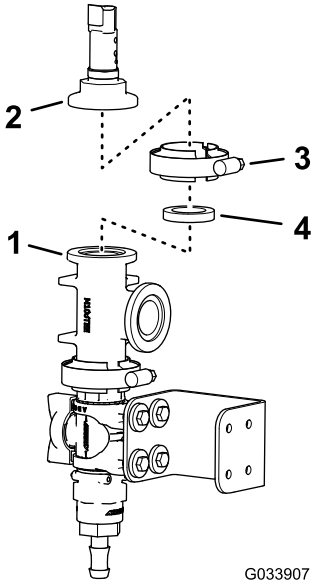

Figura 14
6. Alinhe a flange do transdutor de pressão com a flange da união em T, conforme se mostra em Figura 14.
7. Monte o transdutor de pressão na união em T com uma junta e um grampo da flange e aperte o grampo à mão (Figura 14).